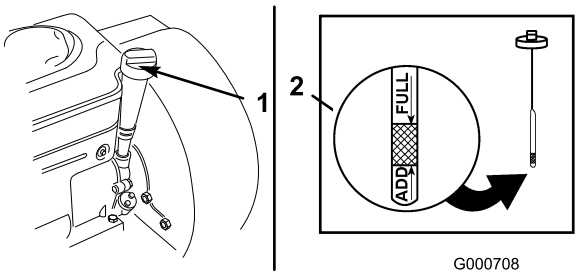

Figuur 15
3. Maak de omgeving van de oliepeilstok schoon (Figuur 15).
4. Trek de peilstok uit en veeg het metalen deel met een doek schoon (Figuur 15).
5. Schuif de peilstok helemaal in de buis en draai deze vast (Figuur 15).